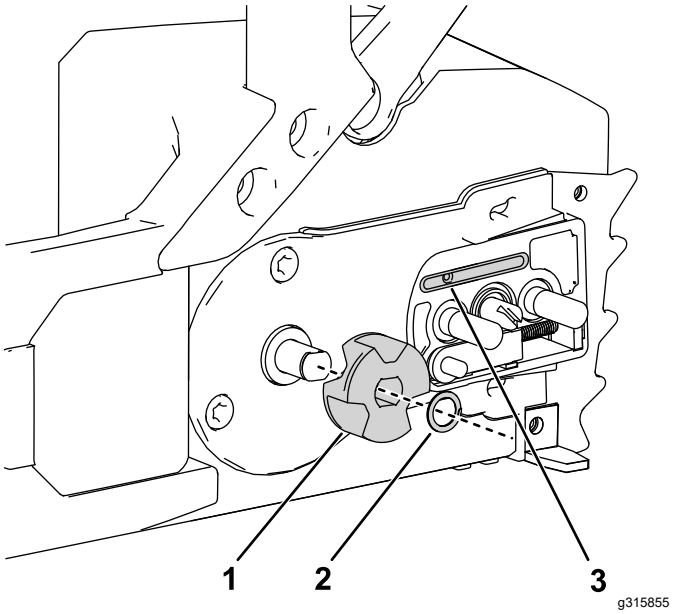

Figuur 29
5. Verwijder de borgring en het aandrijftandwiel van de kettingzaag (Figuur 29).
9. Controleer de oliepoort (Figuur 29) op vervuiling en maak deze indien nodig schoon.